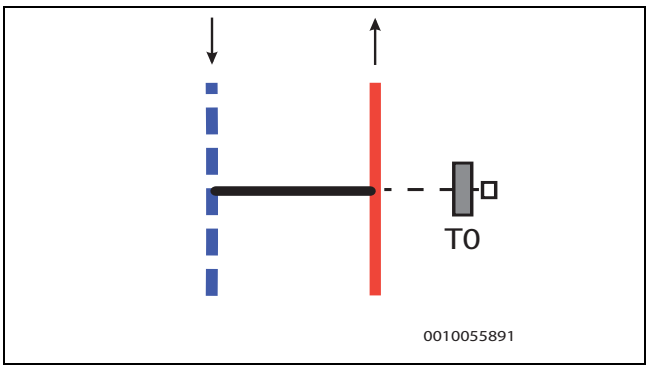

Afb. 35 Bypass, in rechte uitvoering
- Aanvoertemperatuursensor T0 is geïnstalleerd op de aanvoeraansluiting van de bypass →Afbeelding 35.